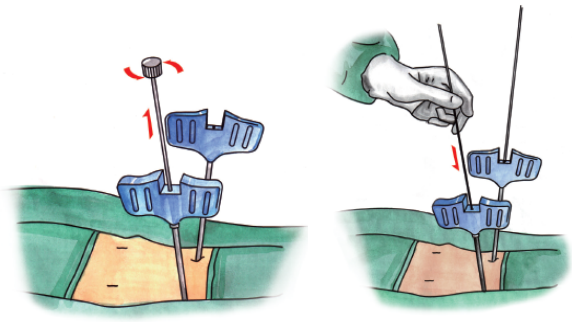

图 5a
- 将骨定位针插入穿刺针内。骨定位针应超出穿刺针 35-40mm 已获得骨性固定（图 5a）。骨定位针应比接下来的丝攻（空心）深度要深一些。